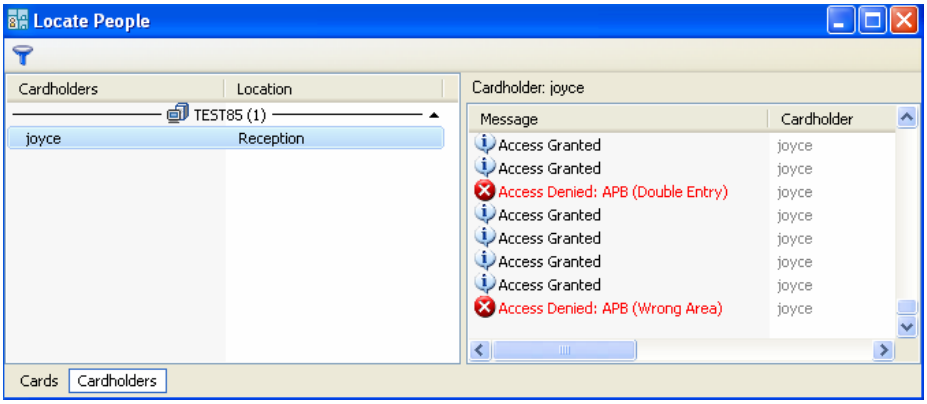

Figure 6-7
- **Buffer Period:** Specify the Buffer Period in minutes, which will be added before and after the check-in time specified above. Security staff checking in during the buffer period will be considered on time. Using *Figure 6-7* as an example, the security staff needs to check in between 5:30am and 6:30am to be considered on time.
- **Extended Buffer Period:** The Extended Buffer Period will be added before and after the Buffer Period specified above. Security staff who checks in during the Extended Buffer Time is considered late or early, and alert notification can be set off if enabled. Using *Figure 6-7* as an example, check-ins between 4:50am - 5:30am will be marked as Early, while check-ins between 6:30am – 7:10am are considered late.